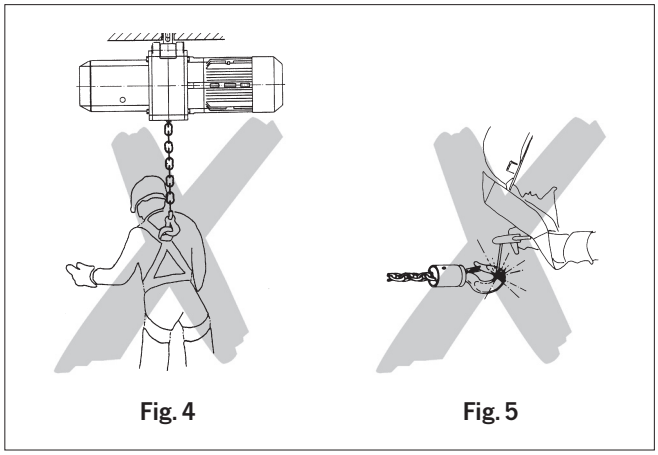

Fig. 4 Fig. 5
- Die Benutzung des Hebezeuges zum Transport von Personen ist verboten (Fig. 4).